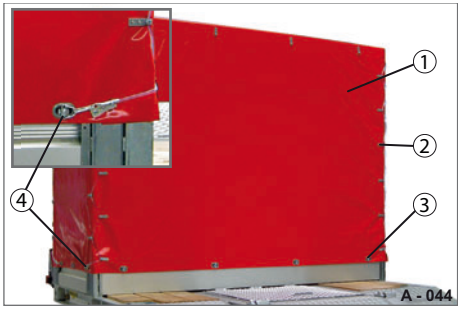

Abb. 45 Plane bedienen
- ▶ Ziehen und Drehen Sie die Krampen (Abb. 45/3) in die senkrechte Stellung.
- ▶ Legen Sie das Spannseil (Abb. 45/2) im Wechsel um die Laschen von oben nach unten ein, und haken Sie den Karabinerhaken (Abb. 45/4) in die Krampe ein.